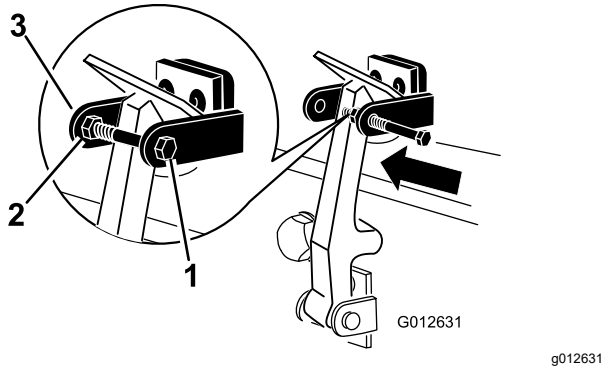

Figura 10
8. Instale o parafuso no outro braço do suporte do trinco do capot para prender o trinco na posição (Figura 10). Aperte o parafuso firmemente, mas não aperte a porca.